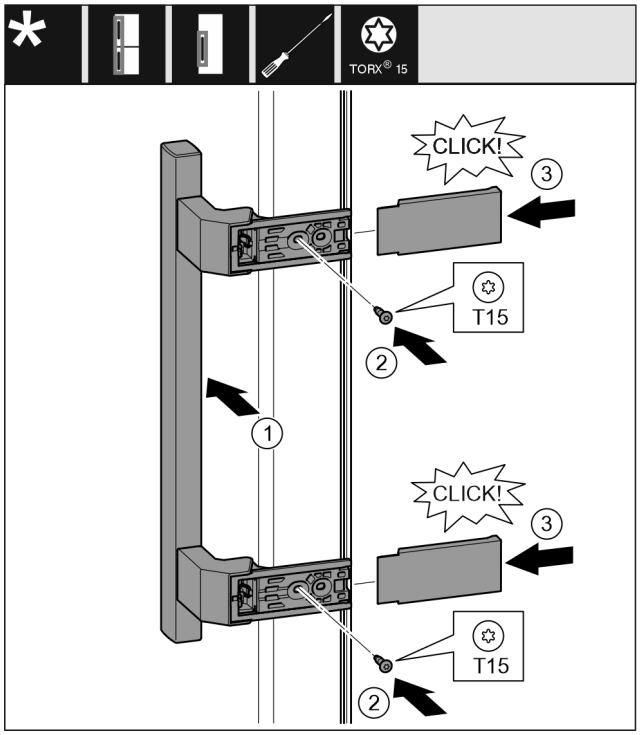

Fig. 22
▶ Griff auf der Gegenseite ansetzen. *Fig. 22 (1)*
▶ Schrauben mit Schraubendreher T15 festschrauben. *Fig. 22 (2)*
▶ Abdeckungen seitlich ansetzen und aufschieben. *Fig. 22 (3)*